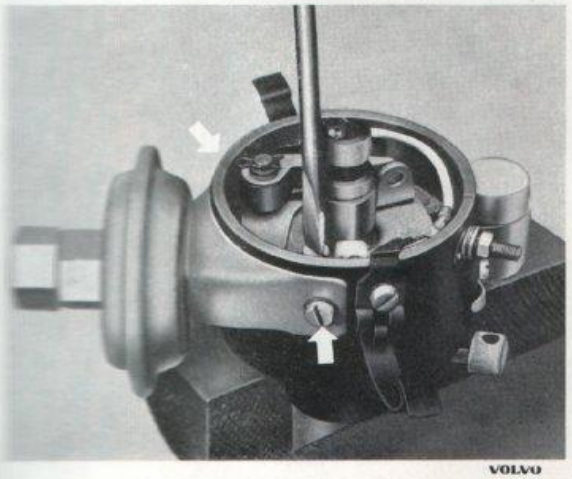

Bild 10-53. Demontering av vakuumregulator
2. Lossa vakuumregulatorn genom att lossa skruvarna enl. bild 10-53 och lyft bort den.